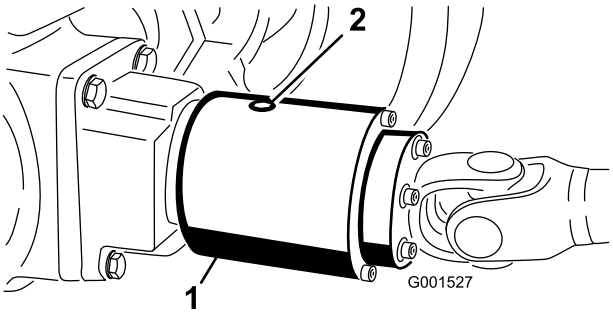

Figur 55
3. Roter clutchen slik at kontrollpluggen peker nedover (Figur 55).